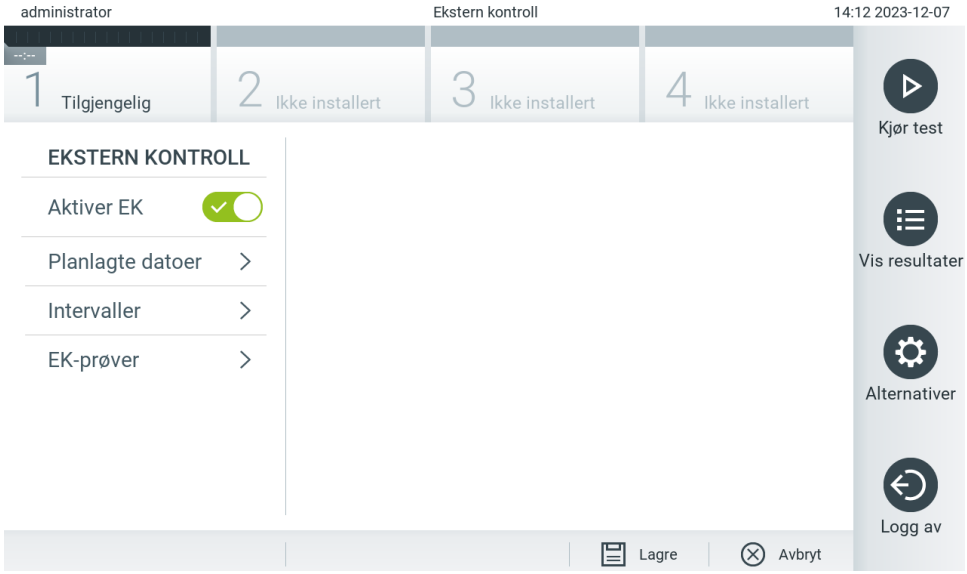

Figur 76. Skjermbildet External Control (Ekstern kontroll).
3. Velg **Due Dates** (forfallsdatoer) og deretter en analyse fra listen for å se når den siste eksterne kontrolltesten ble utført per analyse og analytisk modul, og når neste ekstern kontrolltest er planlagt (figur 76).